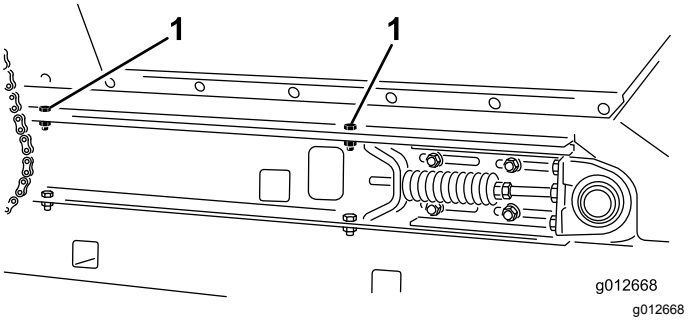

**Figur 26**
2. På hver side af maskinen skal du fjerne de 2 maskinskruer, 2 spændeskiver og 2 låsemøtrikker, der fastgør tragtbeholderen til gliderens stelvanger (Figur 26).